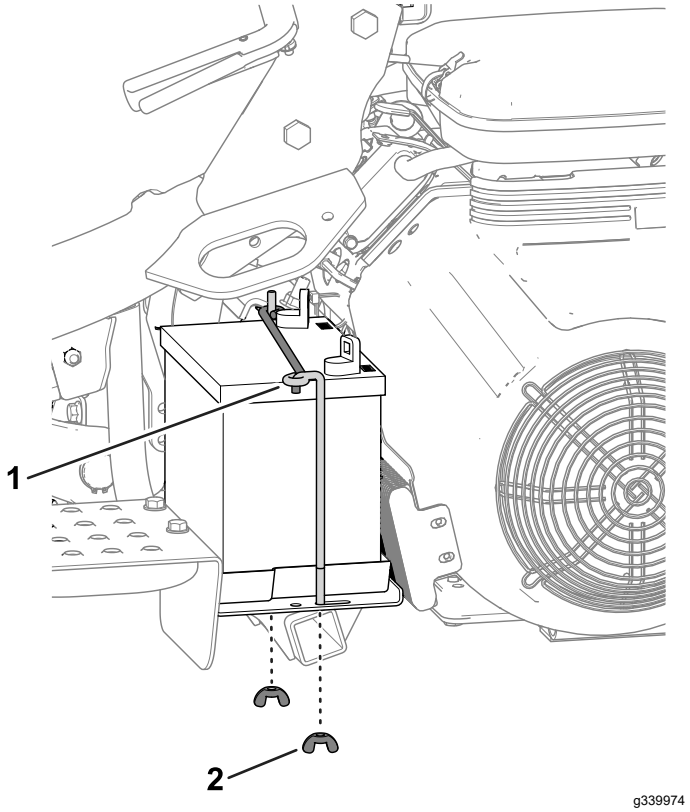

Figuur 33
2. Verwijder de vleugelmoeren en stangen waarmee de accu aan het platform (Figuur 33) is bevestigd en til de accu eruit.
5. Plaats de accu op de accubak en bevestig hem met de eerder verwijderde stangen en bevestigingen (Figuur 33).